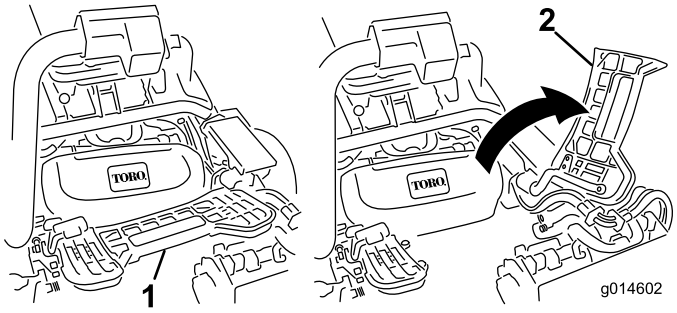

Figur 34
2. Lyft upp fotstödet och fäll upp det så att du kommer åt mittklippenheten (Figur 34).